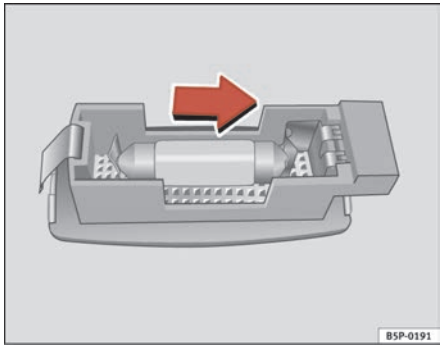

Fig. 197 Removing sunroof light
– Carefully remove the lamp, using the flat side of the screwdriver, as shown in the figure ⇒ fig. 197.
– Remove the bulb, moving it in the direction of the arrow and outwards ⇒ fig. 197. ■